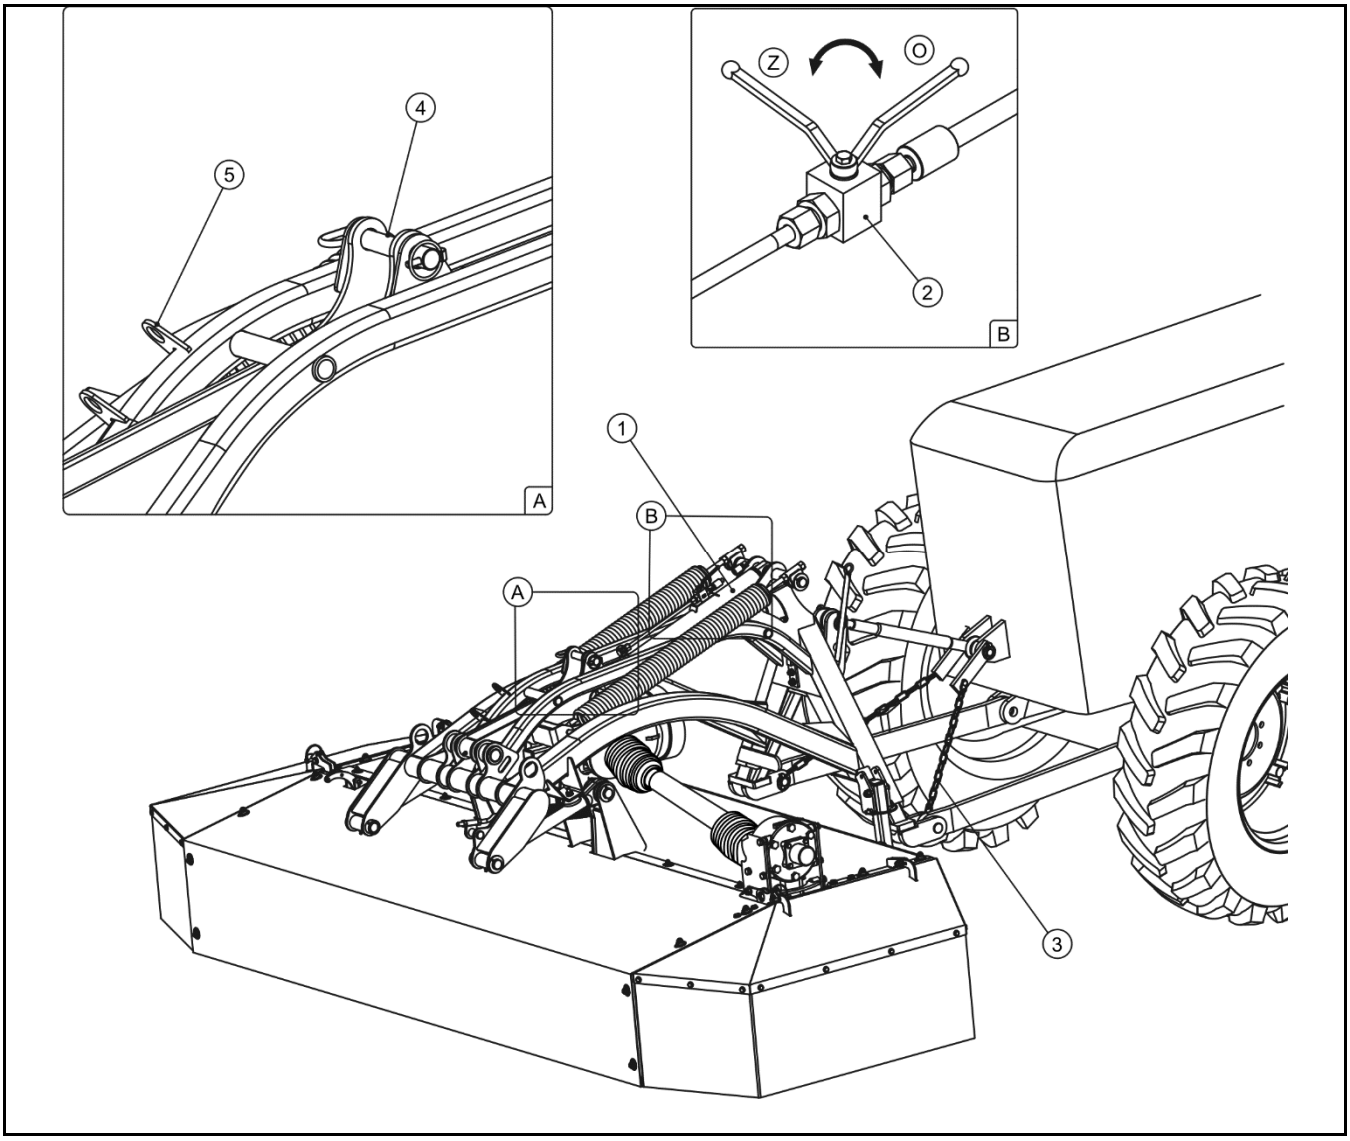

РИСУНОК 4.3 **Установка косилки в транспортное положение**
- управляя рычагом наружной гидравлики трактора, поднять главную раму вместе с режущим аппаратом при помощи гидроцилиндра косилки (1) (РИСУНОК 4.3).
- заблокировать косилку от опадания, закрывая запорный клапан (2), который установлен на гидроцилиндре, установить клапан в положение (Z).
- заблокировать при помощи ограничивающих цепей (3) (РИСУНОК 4.3) в случае, если нижние тяги трехточечной системы навески трактора опадают под действием веса машины.
- зафиксировать в транспортном положении при помощи шкворня (4) и заблокировать чекой.
- **косилка правильно заблокирована при помощи блокирующего шкворня (4) (РИСУНОК 4.3).**
**Запрещается транспортировать косилку, если гидравлический клапан (2) силового гидроцилиндра находится в открытом положении (O) (РИСУНОК 4.3) .**